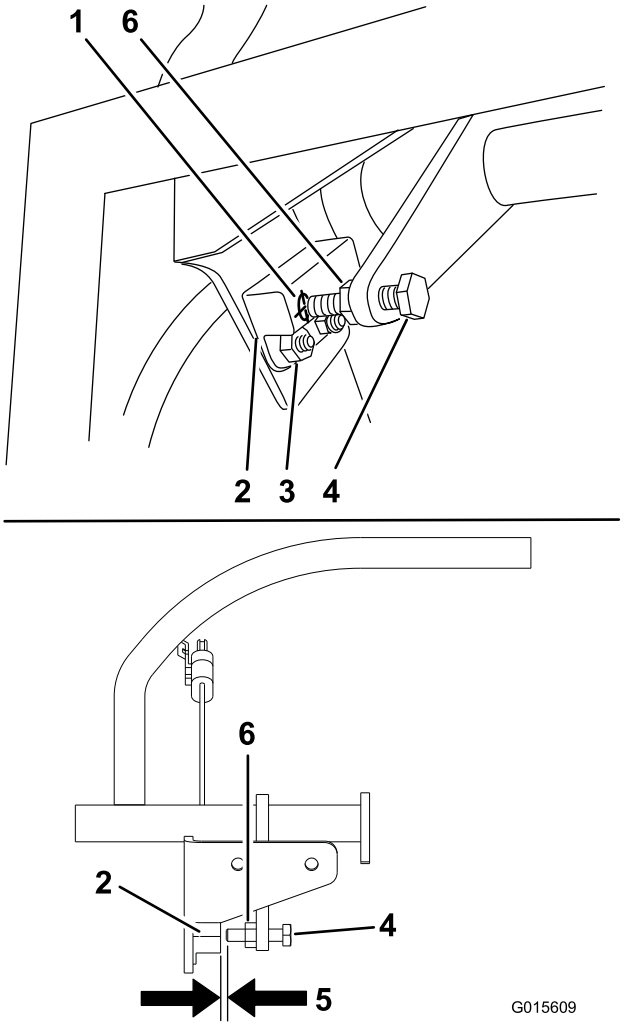

Figur 58
1. Kontroller og påse at bolten er festet til bevegelseskontrollspaken samsvarer med nærbryteren (Figur 58).
2. Hvis nødvendig, kan du løsne boltene og justere nærbryteren til målet samsvarer med bolten som er festet til bevegelseskontrollspaken (Figur 58).
3. Kontroll avstanden mellom bolten og nærbryteren. Den må være mellom 1,27 og 2,29 mm (Figur 58).
4. Hvis du må justere, løsner du låsemutteren og justerer bolten til riktig avstand. Stram låsemutteren etter å ha justert bolten (Figur 58).